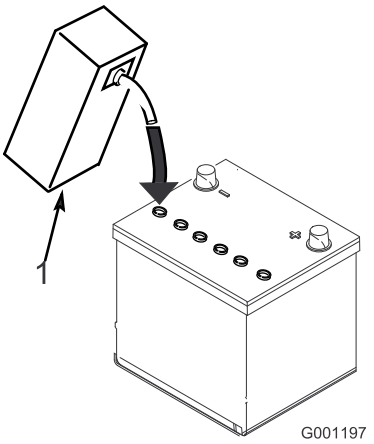

**Figur 7**
3. Fyld forsigtigt hver celle med elektrolyt, indtil pladerne er dækket med ca. 6 mm væske (Figur 7).
4. Vent ca. 20 til 30 minutter, mens elektrolytten trænger ind i pladerne. Fyld efter behov for at bringe elektrolytstanden op til ca. 6 mm fra bunden af påfyldningshullet (Figur 7).